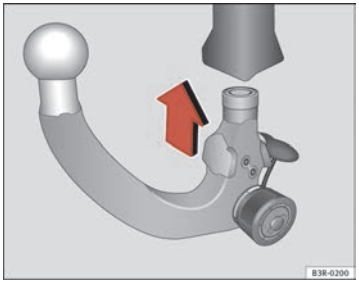

Fig. 167 Removable towing bracket: inserting the ball joint ▶
– With the spring mechanism in the ready position, insert the ball joint into the mounting fixture and push it upwards ⇒ page 205, fig. 167 in the direction indicated (arrow) ⇒ ⚠. It should lock into position automatically. You should now clearly hear it click into place.